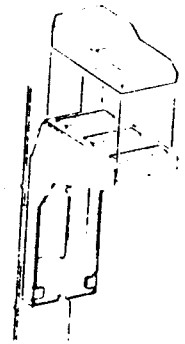

Рис. 10
8. Возьмите из комплекта липкую ленту и наклейте необходимое число лент на кронштейн (SDII и 510N) (рис. 10). При установке устройства Copy Dispenser основание необходимо закрепить на кронштейне двумя винтами.